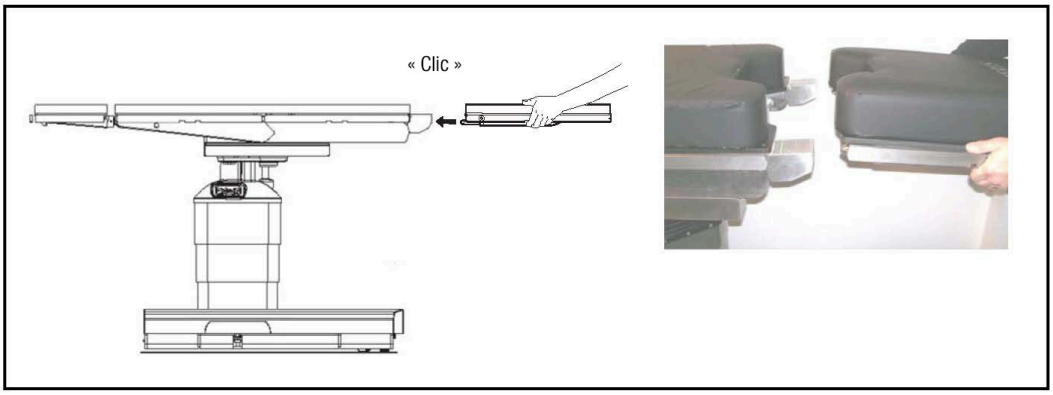

Figure 4-12. Fixation de la section appui-jambes
2. Avec la section siège de la table à l'horizontale, insérer les deux tiges d'installation de la section appui-jambes dans l'armature du siège jusqu'à ce qu'elles soient complètement enfoncées. Un « clic » indique que l'installation a été effectuée correctement (voir la *Figure 4-12*).